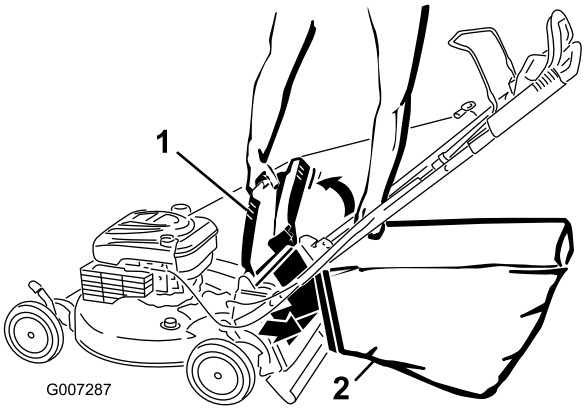

Rysunek 23
4. Zawieś górną przednią krawędź worka na wycięciach (Rysunek 23).
4. Zamontuj zaślepkę tylnego wyrzutu (rysunek 23).